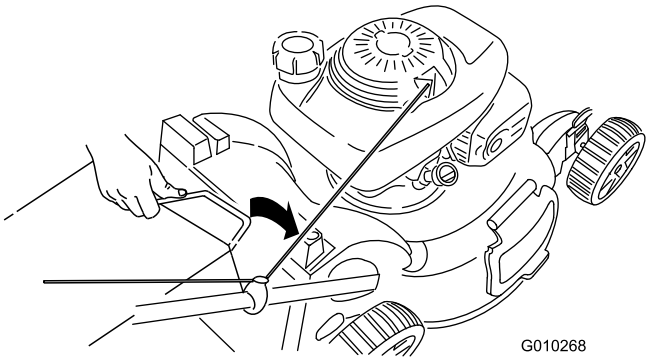

**Figur 29**
3. Sæt græsposehåndtaget ind i rillerne øverst på maskinen (Figur 29).